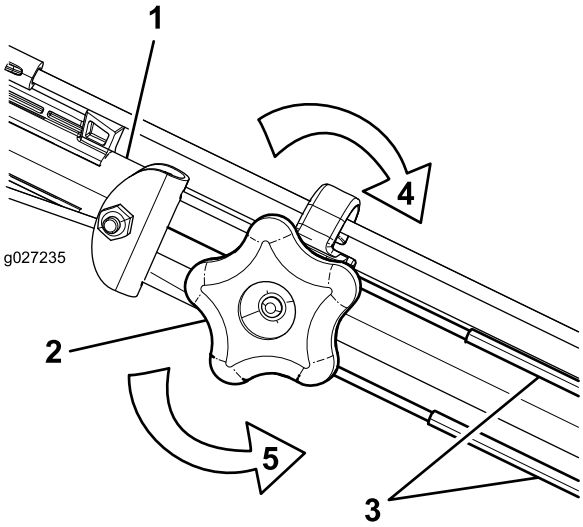

Figura 27
1. Gire el pomo de ajuste en sentido antihorario para aflojar el cable (Figura 27).
2. Ajuste la tensión de los cables (Figura 27) tirando de ellos hacia atrás o empujándolos hacia adelante, y sujételos en esa posición.